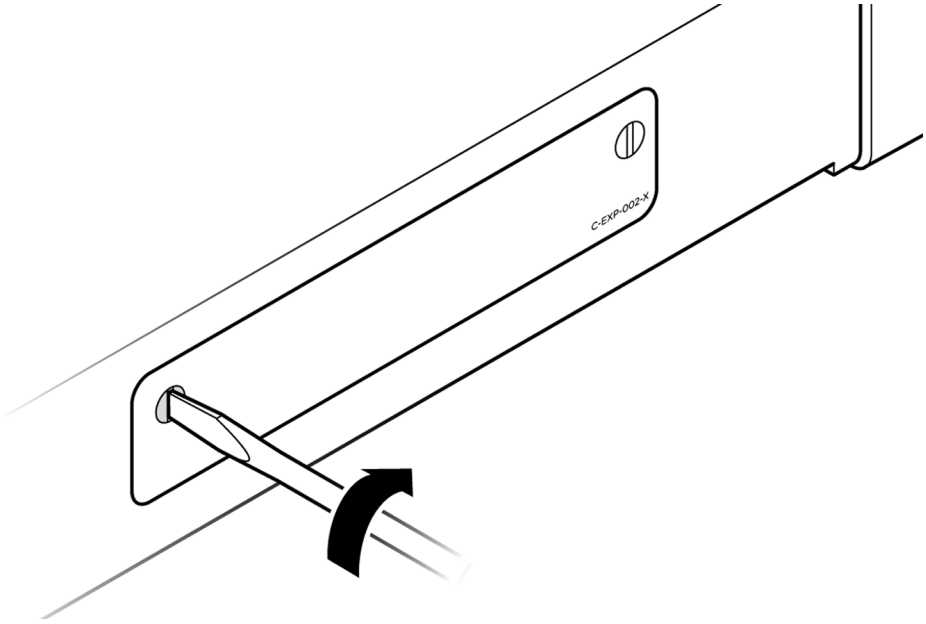

Figure 3.79: Replace Retaining Screws in Blank Panel and Tighten
7. Replace the CATC SYNC Expansion Card with a blank panel and tighten the retaining screws. See Figure 3.79.